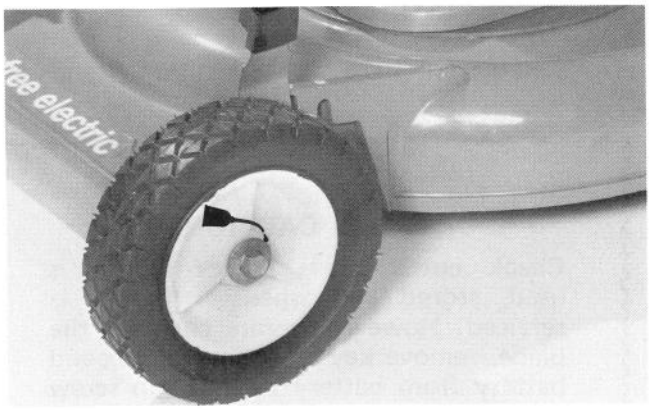

Figure 27
1. After every 25 hours of operation, apply 2 or 3 drops of oil on inside of all wheel bolts (Fig. 27).